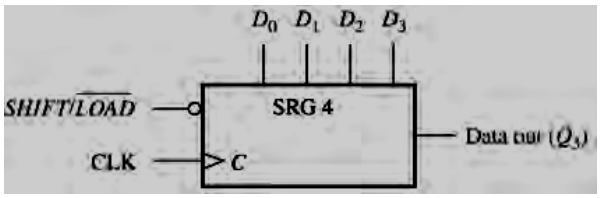

Figure 1
5. a) Describe the operation of a shift register in Figure 1.